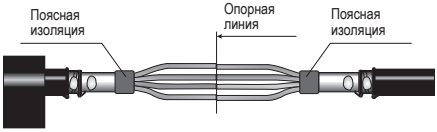

Рисунок 5
4.17 Удалить пояски металлической оболочки с обоих кабелей (рисунок 5).